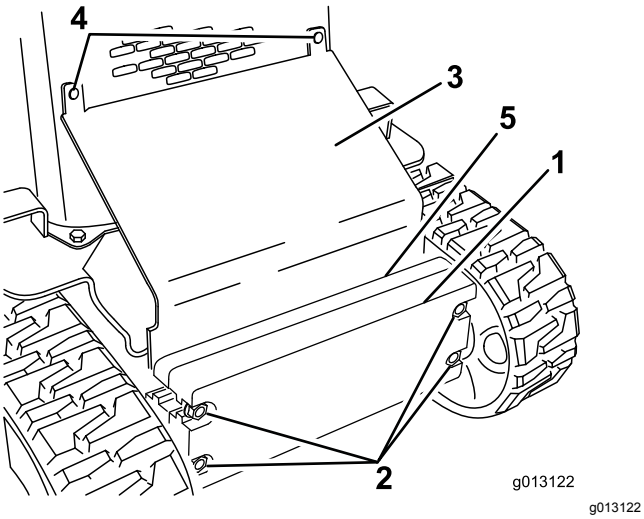

Figur 27
2. Lossa bultarna som fäster vikterna (Figur 27)
3. Ta bort vagnsbultarna och muttrarna som håller fast lutningsplattan (Figur 27).
10. Skjut in lutningsplattan mellan ramen och vikterna, och fäst den på frontskärmens galler med de vagnsbultar och muttrar som du tog bort tidigare (Figur 27).
11. Dra åt bultarna som håller fast de främre vikterna (Figur 27).